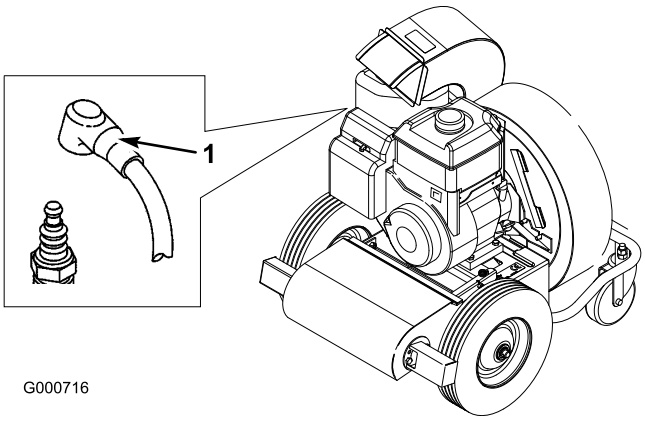

Figuur 29
2. Trek de kabel van de bougie (Figuur 29).
3. Sluit de bougiekabel aan op de bougie (Figuur 29).